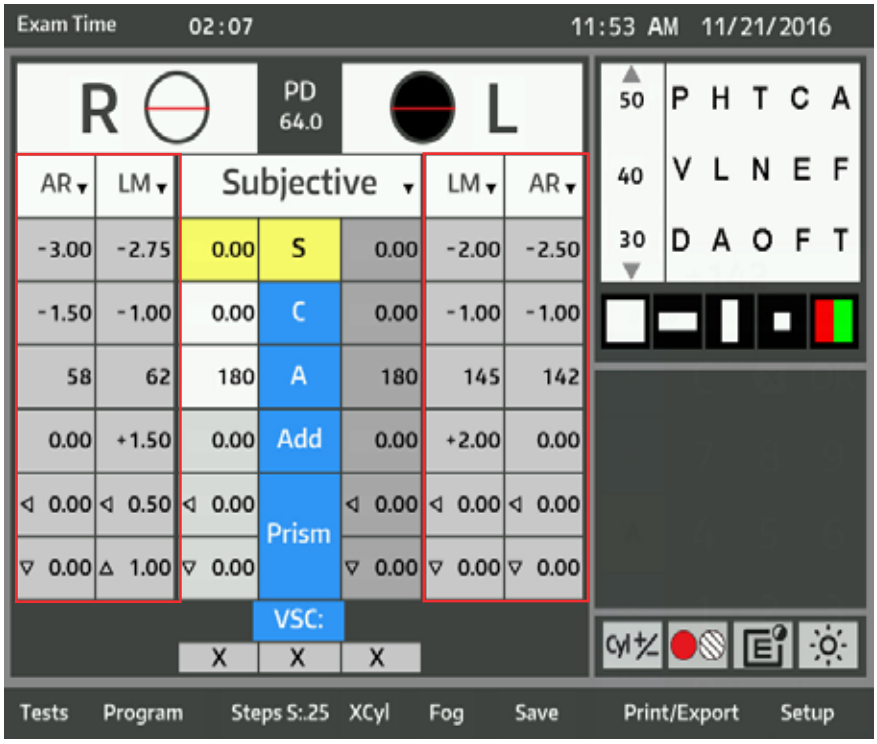

Figure IU-07 Tableau des valeurs
4. Une fois qu’un ajustement a été fait, le libellé va être modifié par rapport au libellé précédent (*par ex.,* LM, AR) en Subjectif. Se reporter à la Figure IU-07.